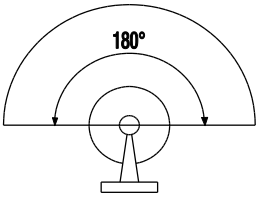
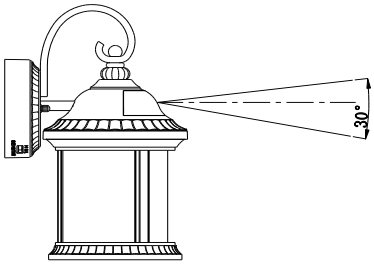

FIG.1
FIG.2
- ☐ El alcance máximo del sensor de movimiento es de 180° de detección del ángulo ancho (Fig. 1), y es de 30° de detección hacia abajo del ángulo (Fig. 2). Un montaje del accesorio demasiado alto o sobre una superficie inclinada, tal como una cuesta arriba o en entrada, puede afectar a la eficacia del sensor de movimiento.